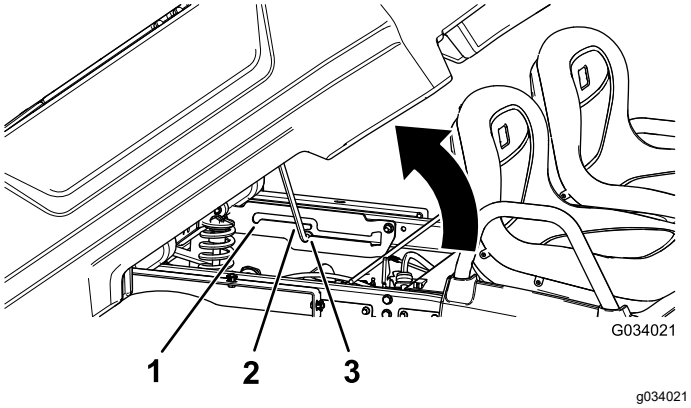

Bild 16
2. Ziehen Sie die Stützstange in den Arretierungsschlitz für die Entleeren-Stellung, um die Ladepritsche für das Entleeren zu arretieren (Bild 16).
2. Ziehen Sie die Stützstange in den Arretierungsschlitz für die Wartungsstellung, um die Ladepritsche für die Wartung zu befestigen (Bild 16).
2. Schieben Sie die Stützstange aus dem Arretierungsschlitz heraus (Bild 16).